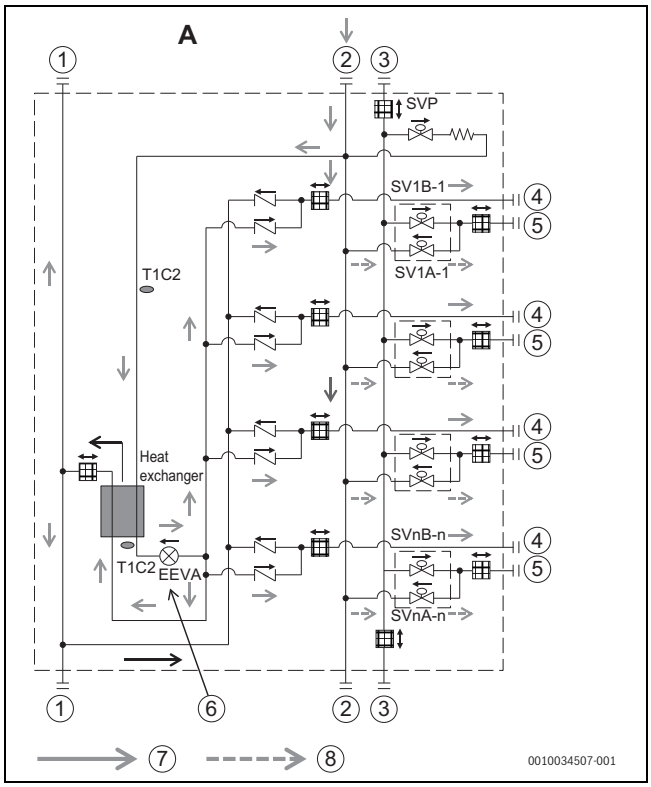

Bild 29
a) Normale Befüllung über Anschluss ② beim Hartlöten von Anschluss ④ und starke Befüllung (> 20 kPa (0,2 bar)) über Anschluss ② beim Hartlöten von Anschluss ⑤ wie in Abb. 29.
b) Normale Befüllung (≤ 20 kPa (0,2 bar)) über Anschluss ② beim Hartlöten von Anschluss ① und normale Befüllung über das entsprechende Absperrventil der Außeneinheit beim Hartlöten von Anschluss ② und Anschluss ③ wie in Abb. 29.